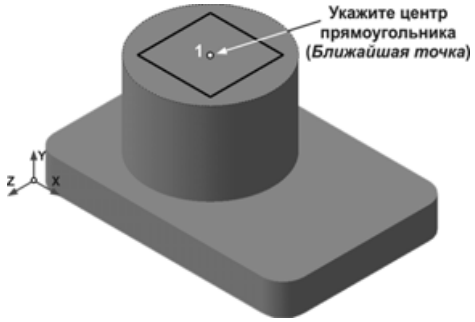

Рис. 2.69
- В ответ на запрос системы **Укажите центральную точку прямоугольника** установите курсор в центр круглой грани и дождитесь срабатывания глобальной привязки **Ближайшая точка** (рис. 2.69). После срабатывания привязки зафиксируйте точку щелчком мыши.